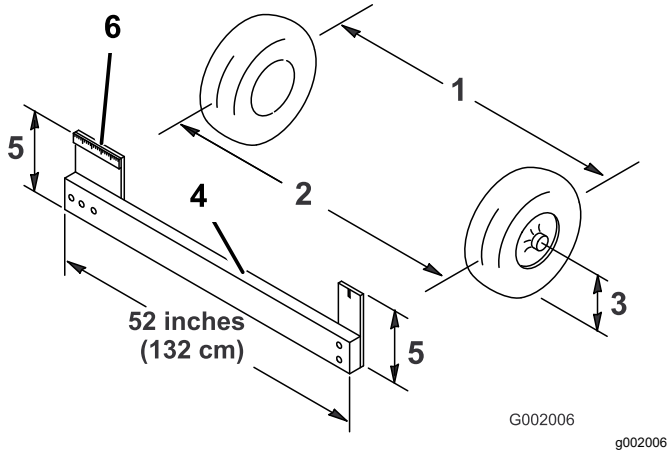

Figur 50
4. Mål afstanden mellem begge fordækkene ved akselhøjden på både forsiden og bagsiden af fordækkene (Figur 50).
Bemærk: Der skal bruges en opspændingsanordning eller justeringsmåler til måling bag på fordækkene ved akselhøjde. Brug den samme opspændingsanordning eller justeringsmåler til at foretage en præcis måling foran på fordækkene ved akselhøjde (Figur 50).